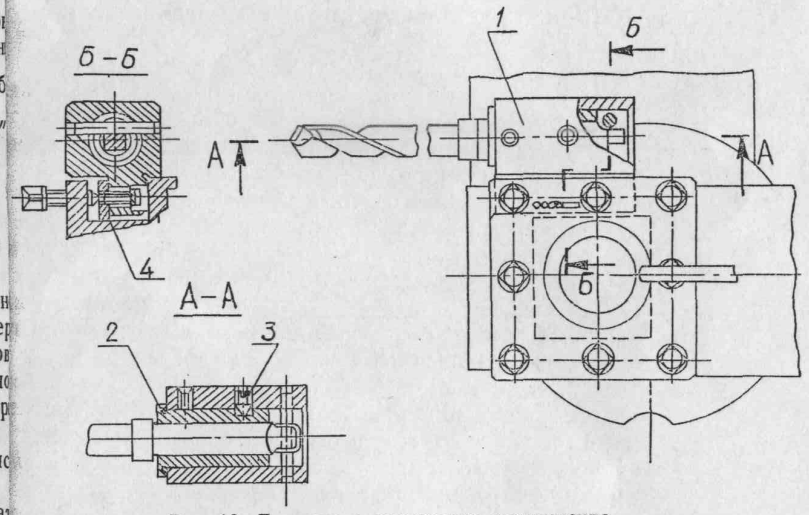

Рис. 10. Держатель центрового инструмента
6.16. **Держатель центрового инструмента** (рис. 10)